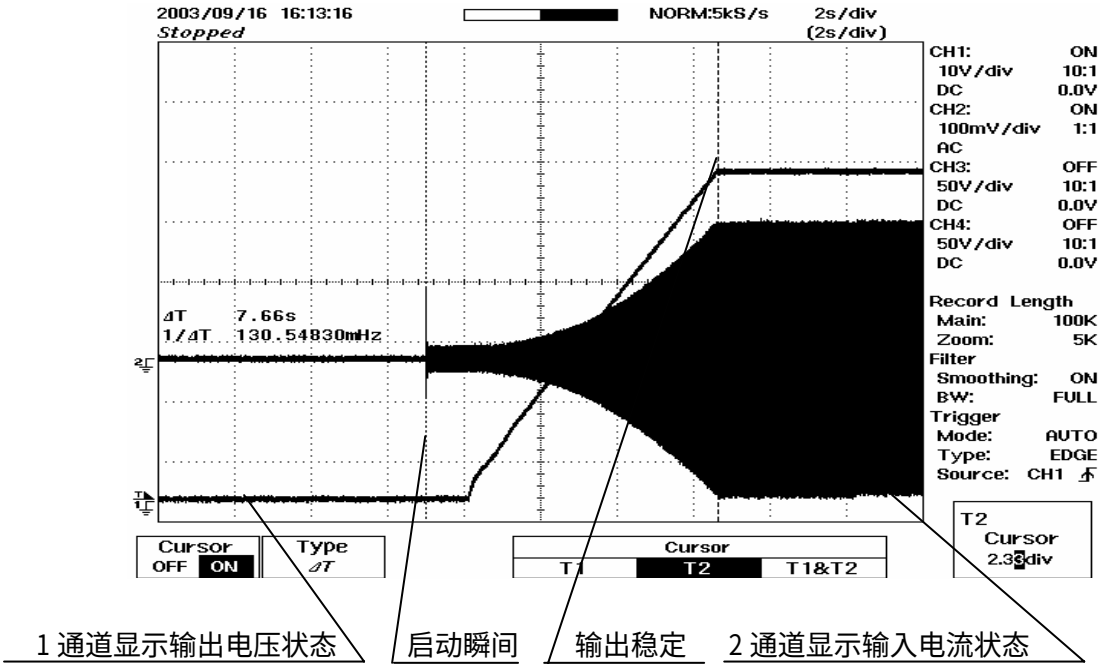

图 4 数字存贮示波器记录受试设备软启动过程波形图
c) 测试：重新启动受试设备，用数字存贮示波器记录——从启动瞬间到输出电压稳定的整个过程；记录的典型波形见图 4。